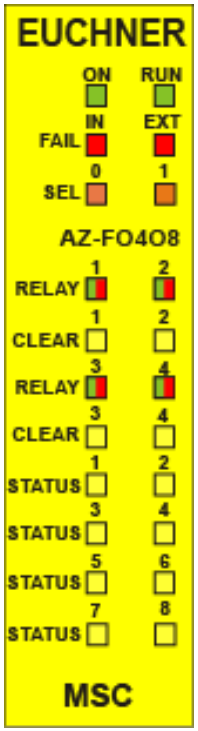

Bild 23:
8.3.11. Modul AZ-FO4FO8 *(Bild 23)*